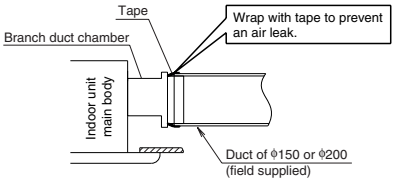

Figure 6
1) Connect the duct to the outside of the branch duct chamber. (Figure 6)